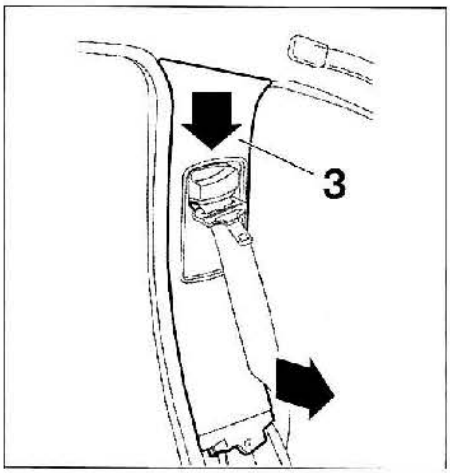

FIG. 8
. Desengrapar el guarnecido superior (3) del montante central comenzando por la parte baja y separarlo del montante central tirando en vertical **(fig. 8)**.